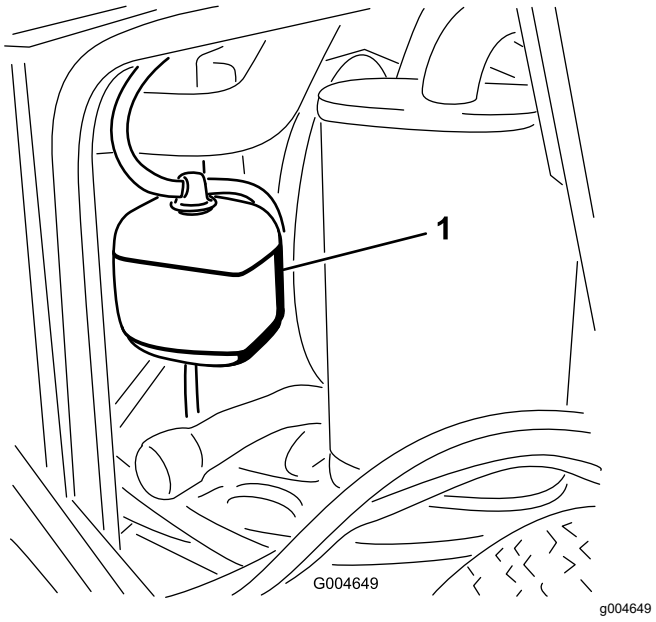

Figuur 43
1. Controleer het koelvloeistofpeil in de expansietank (Figuur 43).